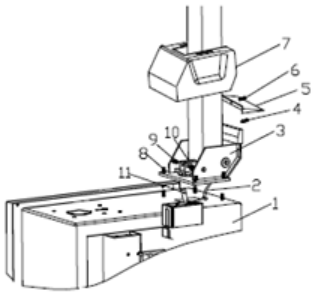

Fig. 3
2. Coloque el asiento basculante (3, Fig. 3) sobre el cuerpo (1, Fig. 3) con 4 tornillos (M12), pase la manguera de aire (2, Fig. 3) a través del orificio de la columna. Apriete las 4 tuercas autoblocantes (8, Fig. 3).
3. Inserte el tornillo (9, Fig. 3) en los orificios tanto de la columna como del eje del cilindro basculante (11, Fig. 3), y apriételo con la tuerca autoblocante (10, Fig. 3).
4. Desatornille los dos tornillos de la cubierta izquierda y retire la cubierta; conecte la manguera de aire (2, Fig. 3) mencionada anteriormente a los orificios laterales que controlan la válvula de 5 vías para el basculante. Vuelva a fijar la cubierta izquierda.
5. Fije la cubierta plástica (7, Fig. 3) con dos tornillos (4, Fig. 3).
6. Monte la cubierta plástica trasera (5, Fig. 3) en la columna con el tornillo (6, Fig. 3).